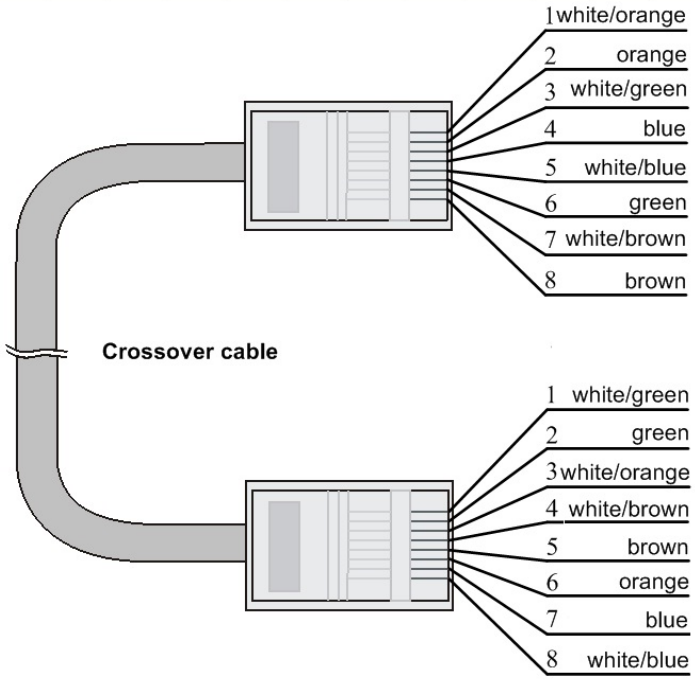

図 8-3 クロスケーブル（10Base-T/100Base-TX/1000Base-T）
- **クロスケーブル**：10/100/1000BASE-T クロスケーブルの結線を図 8-3 に示します。10/100/1000BASE-T クロスケーブルは、100BASE-TX のクロスケーブルと結線が異なります。100BASE-TX のクロスケーブルは片端のピン配置が 568B 規格ですが、もう片端のピン配置は 568A 規格に従います。一方、10/100/1000BASE-T クロスケーブルの片端のピン配置は 568B 規格に従いますが、もう片端は 568A ではありません。